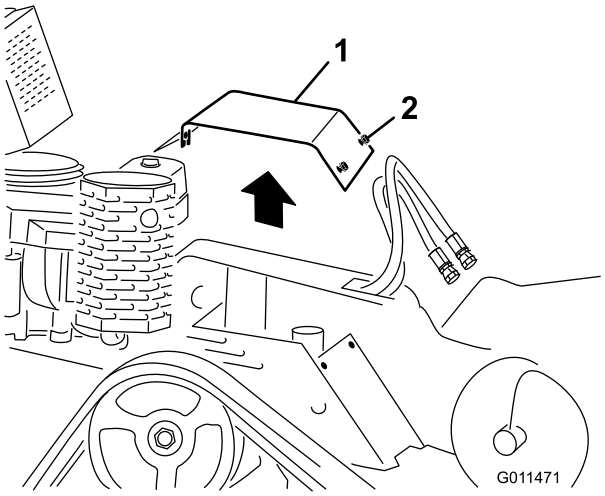

Figur 25
3. Lossa en i taget av de tre bultarna som fäster skyddsplåten på ramen tills plåten är lös (Figur 25).
2. Skjut skyddsplåten på plats och fäst den med de tre bultar som du lossade tidigare (Figur 25).